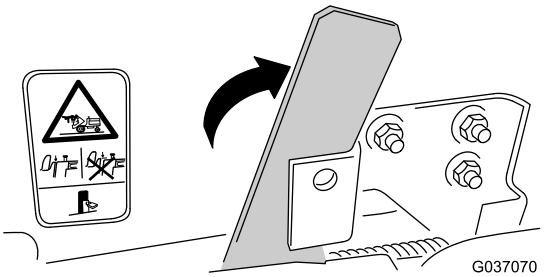
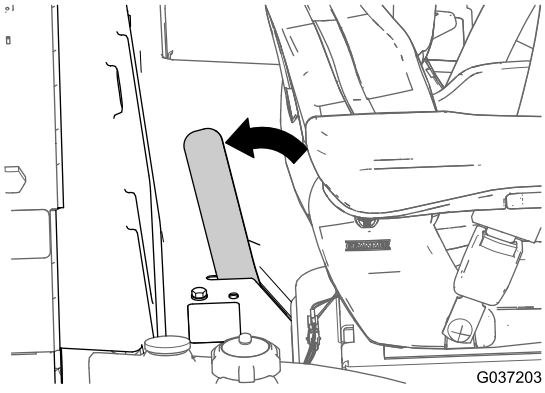

Figur 39
Figur 40
3. Sänk ner plattformen helt och för låsspärrens handtag mot klipparens bakre del (Figur 39 eller Figur 40) tills spärrarna griper in helt i låsstaget.